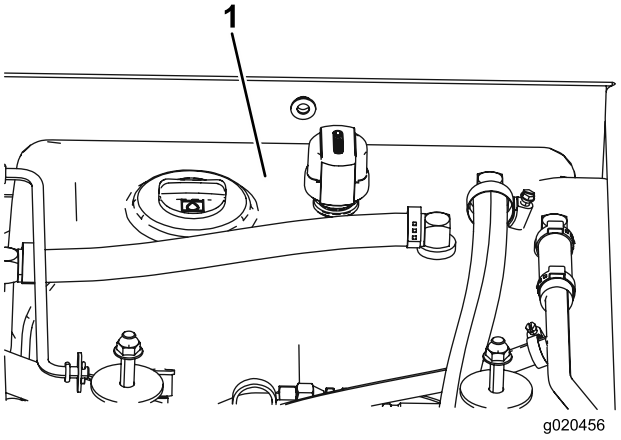

Рисунок 71
3. Залейте гидравлическую жидкость в бак (Рисунок 71); см. Проверка гидравлической жидкости (страница 31).